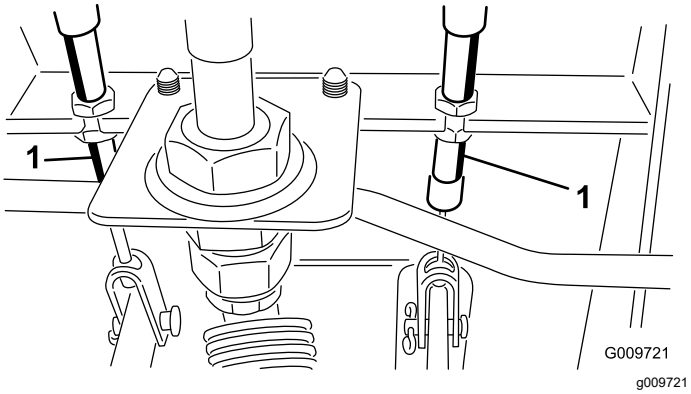

Figura 115
A. Desaperte a porca dianteira na extremidade roscada do cabo do travão (Figura 115).